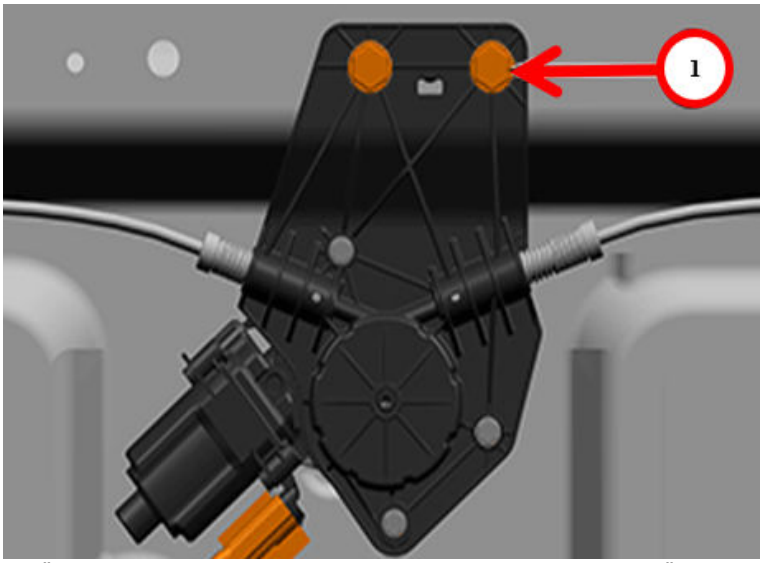

Рис. 3. Крепёж механизма перемещения заднего стекла; 1 — крепёжные элементы
4. Вывернуть крепёж механизма перемещения заднего стекла (backlite glass regulator) и отвести механизм в сторону (рис. 3).
31. Установить механизм перемещения заднего стекла и надёжно затянуть болты (рис. 3).